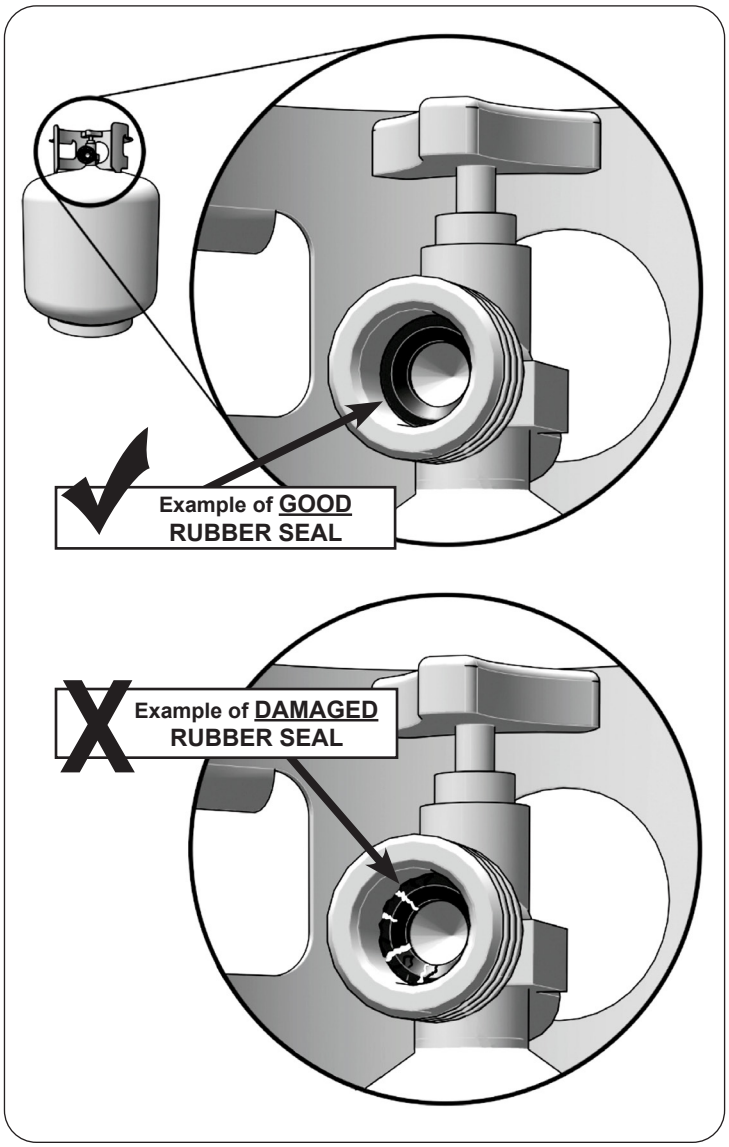

Fig. 11-1 Inspect rubber seal
D. **CGA 791 connections on LP gas cylinders:** The cylinder face elastomeric face seal element on these devices could, over time, show marked and visible damage or deterioration that might cause a leak even with the connection tightened. A visual inspection for the seal must be carried out every time a LP gas cylinder is replaced or refilled. Any LP gas cylinder showing signs of damage or deterioration as illustrated in Fig. 11-1, including visible cracks and pitting, must be replaced.